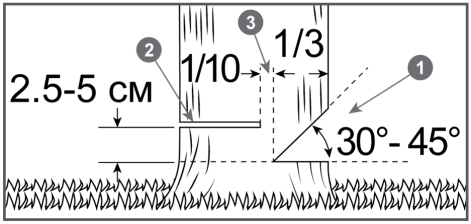

Рис. 16 Расположение запила, пропила и недопила
6. Начните пилить с той стороны дерева, куда оно должно упасть (Рис. 16). Сделайте запил 1 с той стороны, куда должно упасть дерево, глубиной примерно 1/3 диаметра ствола и под углом от 30 до 45 градусов (Рис. 16). Линия стыка двух пропилов, образующих запил, называемая направляющей линией, должна располагаться как можно более горизонтально и под углом 90 градусов к направлению валки.
7. Сделайте основной валочный пропил 2 с противоположной стороны, выше основания запила на 2,5-5 см. Между основным пропилом и запилом должен оставаться недопил 3 примерно 1/10 диаметра ствола. Вставьте своевременно клин в пропил. Недопил 3 действует как шарнир и позволяет контролировать падение дерева (Рис. 16).
Ни в коем случае не допиливать до конца недопил 3 (Рис. 16), так как вы не сможете контролировать направление падения дерева.